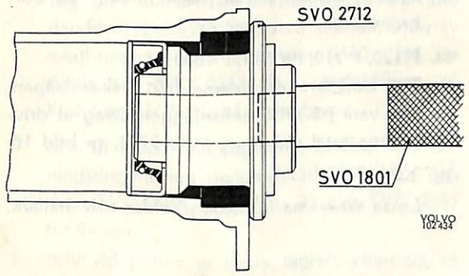

Bild 23. Montering av inre tätningsring
12. Drag ut inre tätningsringen med avdragare SVO 2728, se bild 11. Driv in den nya tätningsringen med dorn SVO 2712, som automatiskt ger tätningsringen rätt läge i kåpan, bild 23. Tätningsringen får nämligen ej drivas in så långt att den bottnar i sitt läge.